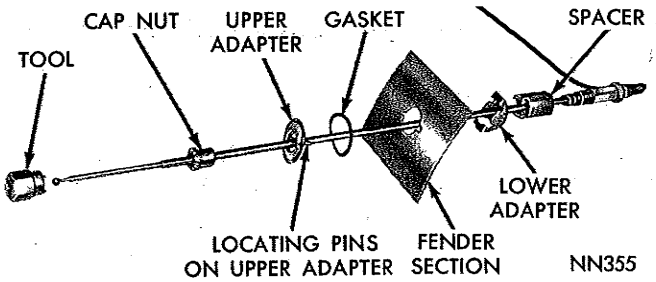
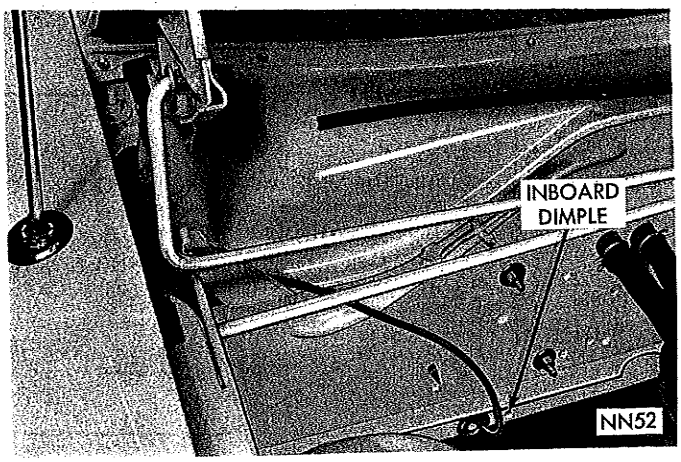

*Fig. 5—Antenna—Disassembled View—Fury Models*
*Fig. 7—Antenna Lead Cable Routing—Fury Models*
(1) On Fury models, slide spacer (tangs up) and lower adapter over top of antenna mast. Tip lower adapter on mast and insert assembly into mounting hole from top of fender. On Valiant, Barracuda, Belvedere and Satellite models, the lower adapter and antenna mast is installed through front door opening from under fender.
(2) On Fury models, index tangs of spacer in lower adapter, install gasket, upper adapter (with locating pins in small holes in fender) and cap nut. Tighten cap nut with Tool C-3977. On Valiant, Barracuda, Belvedere and Satellite models, locate the two locating lugs on lower adapter in small holes in fender. Slide gasket, upper adapter and cap nut over top of antenna mast. Tighten cap nut with 7/8" open end wrench (Figs. 5 and 6).
(3) Route antenna lead through bulkhead and up behind fresh air duct hose to radio receiver on Fury models. On Valiant, Barracuda, Belvedere and Satellite models, antenna lead is routed through cowl side panel and over top of glove box to radio receiver
(Figs. 7 and 8).
(2) After locating template on fender, center punch and drill the 3/16" holes **first** and the 1⅛" holes last.
(3) Raise carpet inside car and drill a ¾" hole in outboard dimple on floor pan. This dimple can easily be located from inside engine compartment. There are two dimples on the floor pan below the flange and to the right of engine. Use outboard dimple for antenna lead (Fig. 7).
(4) Slide spacer and lower adapter over top of antenna mast and insert antenna lead and antenna into hole from top side of fender. Tip lower adapter on mast to permit adapter to slide through mounting hole.
(5) Position lower adapter on tangs of spacer and install gasket and upper adapter over top of antenna. Index upper adapter locating pins in two 3/16" holes in fender. Lubricate cap nut threads and tighten with Tool C-3977 (Fig 5).
(6) Insert antenna lead through ¾" hole in floor pan and snap grommet in place. Route antenna lead over fresh air duct. This can be done by disconnecting alligator clip on hose, pushing hose to right and leading antenna through opening.
(7) Connect antenna lead to radio receiver.